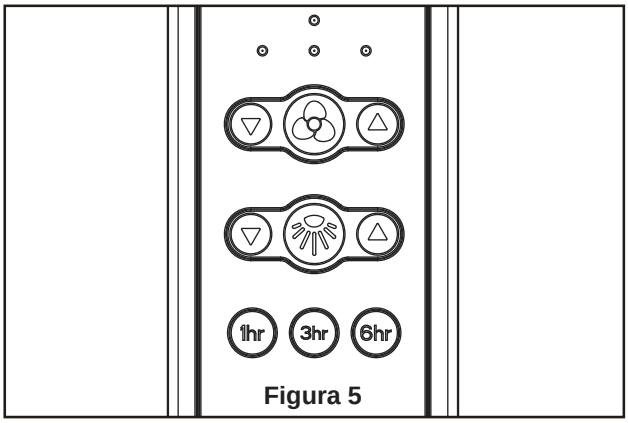

Figura 5
5. Funciones del control remoto: (Figura 5)